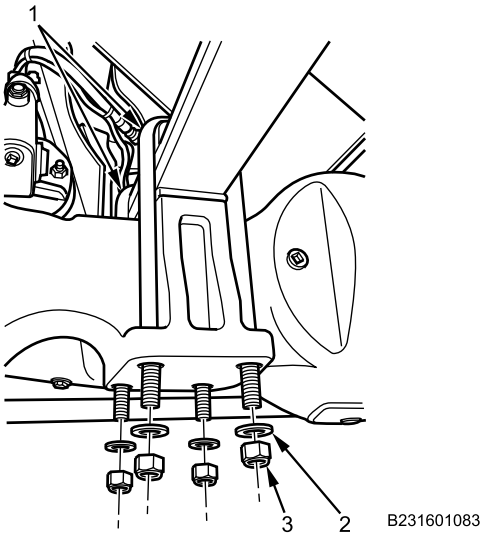

Figure 1. Front Shock Absorber Lower Mounting Bracket Removal, U-Bolts, Locknuts and Washers.
1. Remove four front spring U-bolt locknuts (Figure 1, Item 3) and washers (Figure 1, Item 2) from front spring U-bolts (Figure 1, Item 1). Discard locknuts.